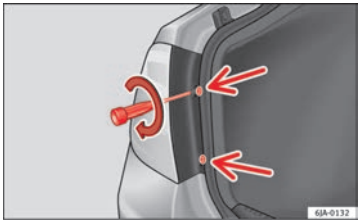

Fig. 167 Fitting tail light unit
– Take the screwdriver or a Torx 20 key (T20) from the vehicle tool kit and tighten (turning clockwise ⇒ Fig. 167) the two retaining screws that secure the front of the light. ■